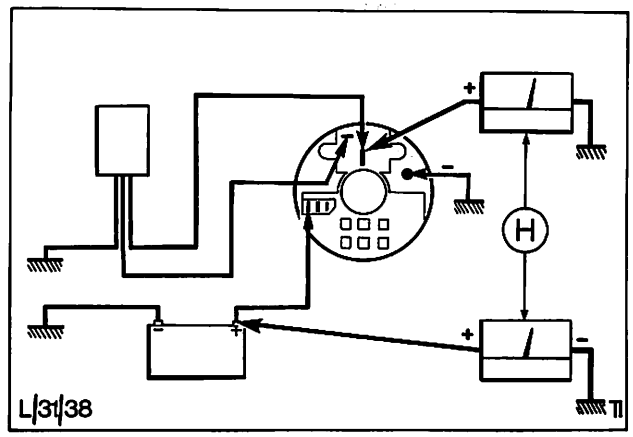

Abb. 74 Spannung von Ausgangsklemme und Batterie vergleichen
8. Bei eingeschalteter Zündung, Motor mit 3000/min laufen lassen und Spannung an Ausgangsklemme mit Spannung am Plus-Pol der Batterie vergleichen, Abb. 74. Die vorgeschriebene Spannung an beiden Anschlüssen soll ca. 14,2 ± 0,5 V betragen. Läßt sich ein größerer Spannungsunterschied als 0,5 V zwischen beiden Anschlüssen feststellen, Anschlüsse auf Korrosion und Brüche überprüfen.